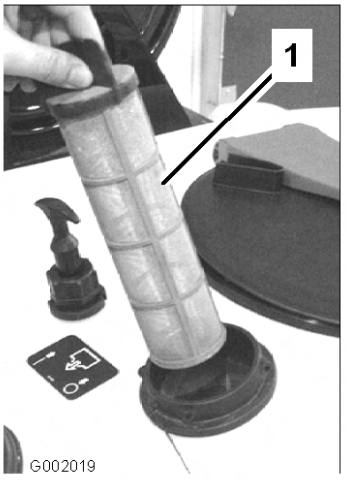

Figur 63
4. Dra ut sugfiltret från hålet (Figur 63).